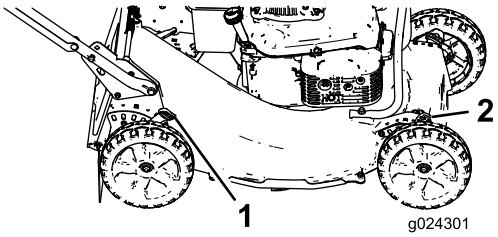

Rysunek 12
1. Pociągnij dźwignię wysokości koszenia w stronę koła (Rysunek 12) i przestaw dźwignię do żądanego ustawienia.